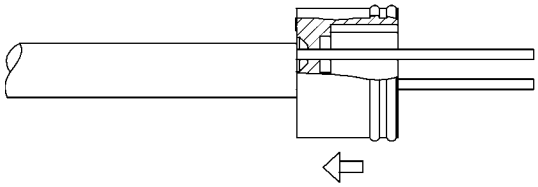

Fig. 5
a) Position the grommet as indicated in Fig. 5 and thread the cables through the housings. The operation ideally consists of inserting the cables through the grommets before stripping and crimping and, subsequently, of terminating the contact, but it is also possible to insert the entire contact already crimped onto the cables by hand through the grommet.